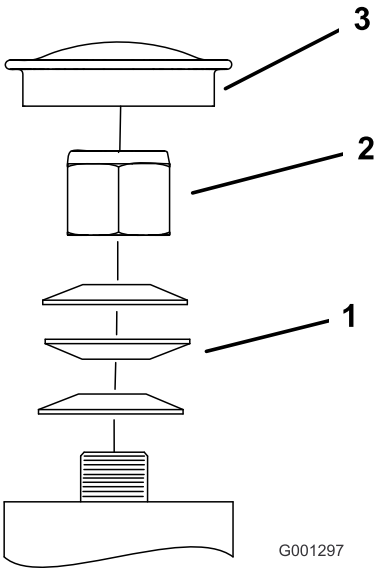

**Figuur 59**
3. Verwijder de stofkap van het zwenkwiel en draai de borgmoer aan (Figuur 59).
4. Draai de borgmoer aan totdat de veerringen vlak liggen, en draai deze vervolgens een 1/4 slag terug om de voorspanning op de lagers correct af te stellen (Figuur 59).
**Belangrijk: De veerringen moeten op de juiste wijze worden gemonteerd zoals wordt getoond in Figuur 59.**
5. Plaats de stofkap (Figuur 59).